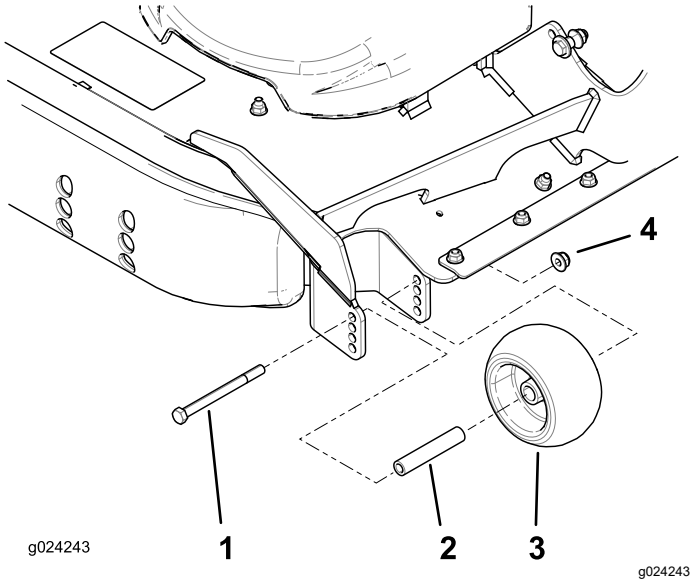

Figur 33
3. Justera antiskalpvalsarna på det sätt som visas i Figur 32 och Figur 33.